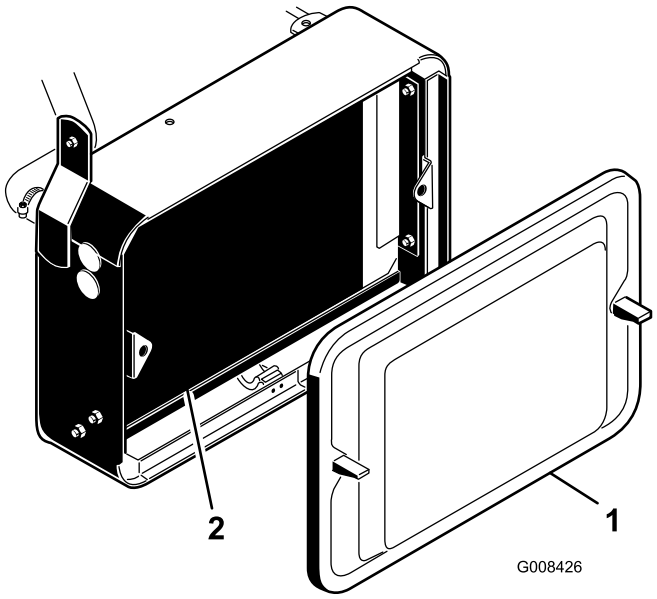

Figur 46
1. Ta av radiatorskjermen (Figur 46).